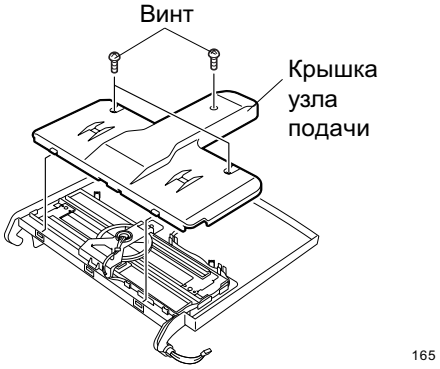

Fig. 6-6
3. Снимите крышку узла подачи(смотри Fig.6-6)